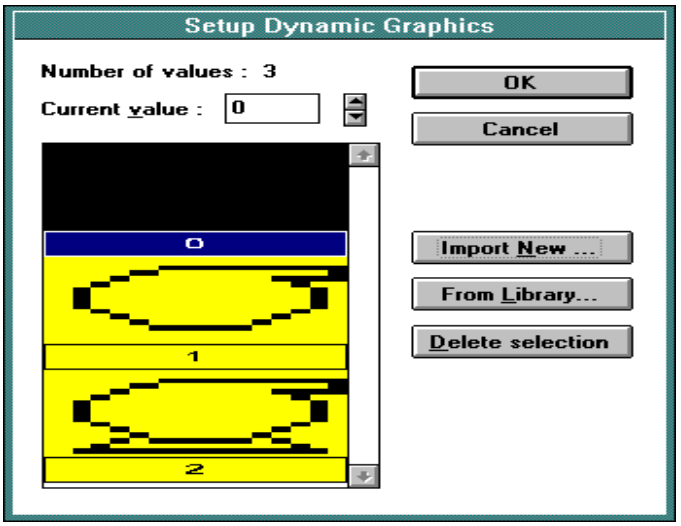

Figure 2
8. Perform the same procedure for selecting the value of 2 and the graphic of a pump (the filename for the pump is PUMP.BMP). Once this is completed, the dialog box that contains the graphics and their values will look similar to the screen capture shown in Figure 2. Clicking on *OK* will take the user back to the dialog box in which the address and the minimum and maximum values were set up. Clicking on *OK* from within this dialog box will complete the procedure and return the user to the page editor workspace.